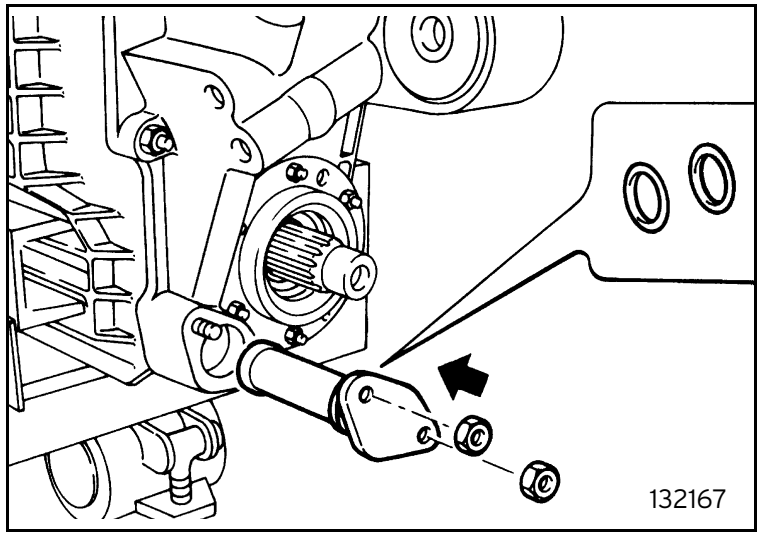

Fig. 68
- fit the gearbox oil filter with the two O-rings and tighten the securing nuts to the specified torque (figure 68);